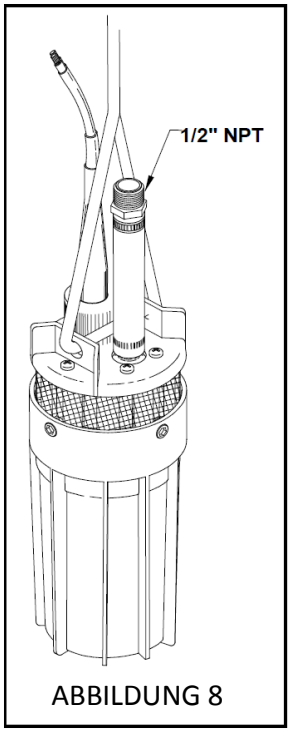

ABBILDUNG 8
3. Montieren Sie den 15-cm-Schlauch und die Schlauchtülle (1/2" NPT-M x 1/2" TÜLLE) (Abb. 8)
4. Anschluss der Sicherheitsleine (Schlinge) (Abb. 8)